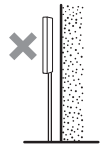

Figure 2
- Do not install the Unit away from wall surface as shown in Figure 2.